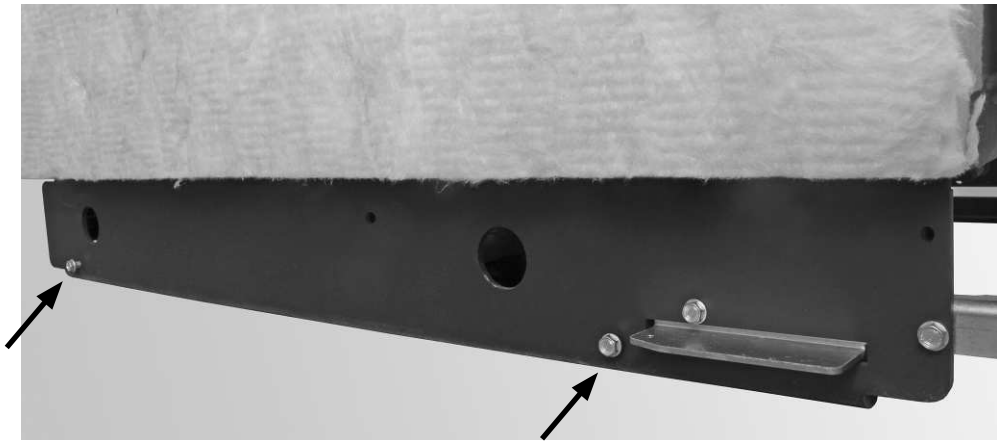

Fig. 55 Visser à moitié 2 vis TT de taraudage par déformation M6 x 12 à gauche et à droite du socle
- Insérer 2 vis TT de taraudage par déformation M6 x 12 à gauche et à droite du socle, mais ne les visser qu'à moitié – Fig. 55.